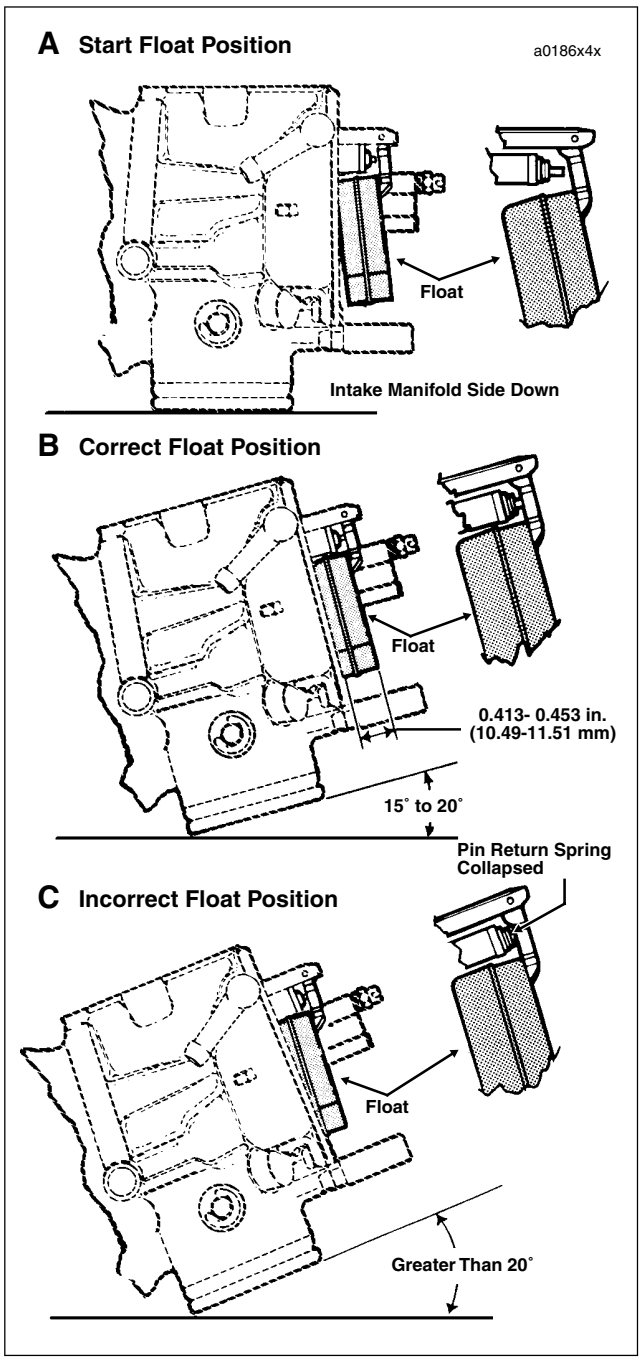

Figure 4-12. Float Check and Adjustment
a. Place carburetor on a clean flat surface with the intake manifold side down. See A of Figure 4-12.
b. Tilt the carburetor 15° to 20° in a counter-clockwise direction until float comes to rest. See B of Figure 4-12.